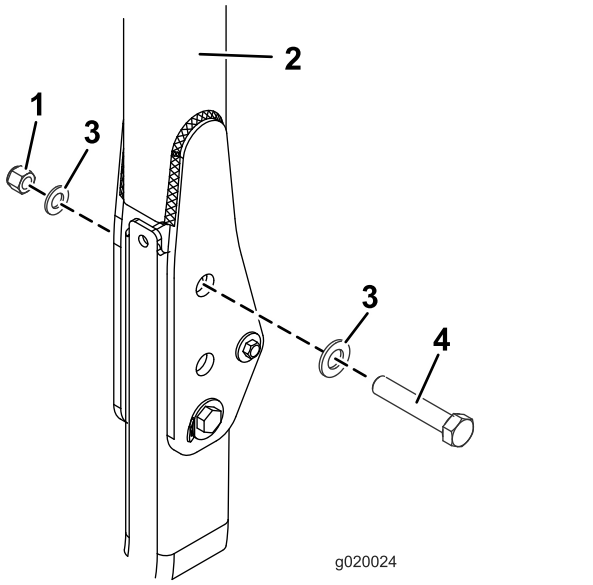

Figure 19
3. Placez une rondelle (13/16" x 1-1/2") sur chaque boulon (3/4" x 4"), comme montré à la Figure 19.
4. Placez les boulons et rondelles dans les trous occupés précédemment par les axes (Figure 19).
5. Placez une autre rondelle sur chaque boulon et fixez le tout avec un écrou (3/4"), comme montré à la Figure 19. Serrez les écrous à un couple de 323 à 396 N·m.
6. Serrez le boulon de pivot du système ROPS (Figure 19) à un couple de 91 à 113 N·m pour empêcher l'arceau de sécurité et le pare-soleil de rebondir.